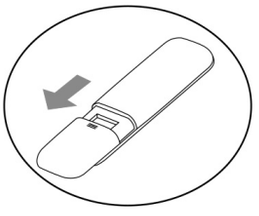

Fig.1
- Aprire il vano batterie facendo scorrere verso l'esterno lo sportellino (osservare la direzione della freccia nella fig.1).